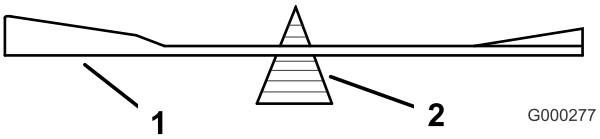
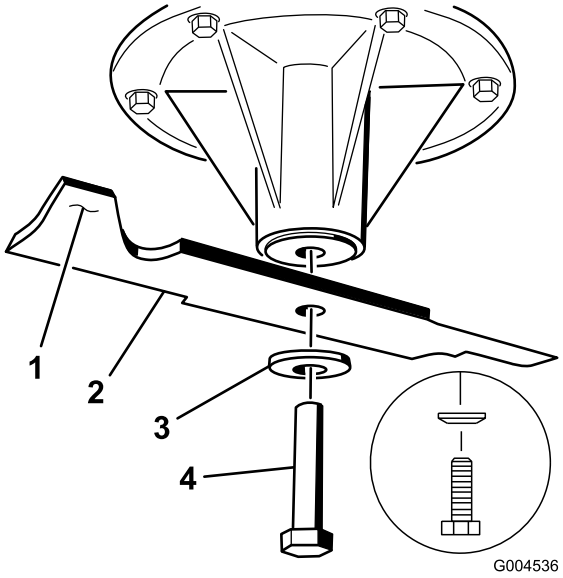

Figur 85
Figur 86
2. Ta bort knivbulten, fjäderbrickan och kniven från spindelaxeln (Figur 86).
2. Kontrollera knivens balans med en knivbalanserare (Figur 85). Om kniven stannar kvar i ett horisontellt läge är den i balans och kan användas. Om kniven inte är balanserad kan du fila bort lite metall från knivens segeldel (Figur 86). Upprepa proceduren tills kniven är balanserad.
1. Montera kniven på spindelaxeln (Figur 86).
2. Montera den böjda brickan och knivbulten. Den böjda brickans kon måste monteras mot bultens huvud (Figur 86). Dra åt knivskruven till 115–150 Nm.